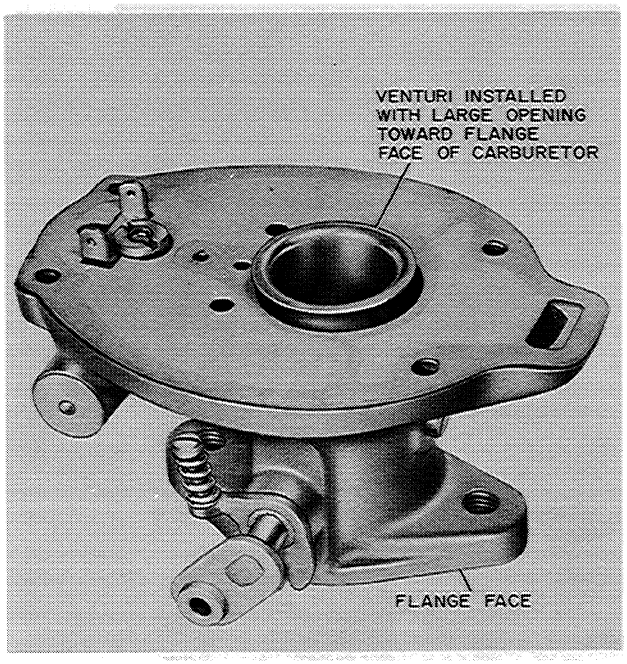

Figure N-44
11. The venturi should be installed with the large opening toward the flange face of the carburetor. The bowl gasket should then be installed, Figure N-44.